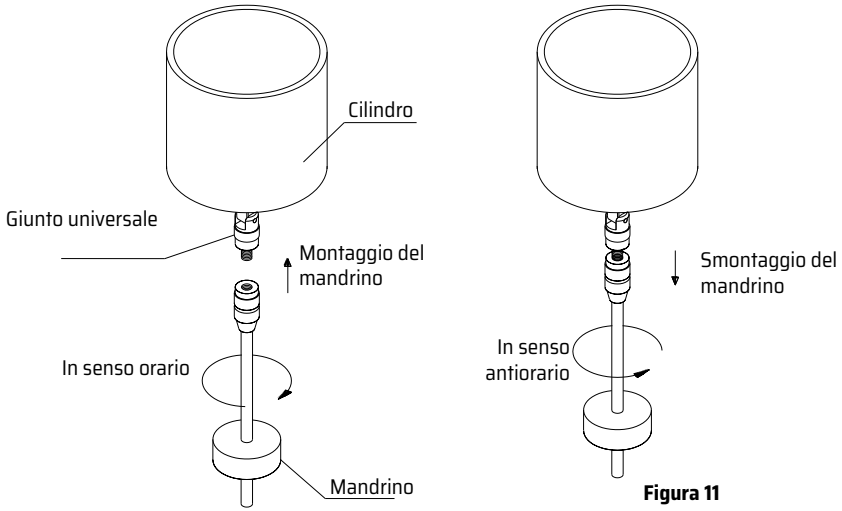

Figura 11
- Poiché il mandrino e il giunto cardanico sono collegati tra loro con una filettatura sinistrorsa, il mandrino deve essere montato o smontato nel senso di rotazione corretto (figura 11), altrimenti il giunto cardanico potrebbe danneggiarsi.